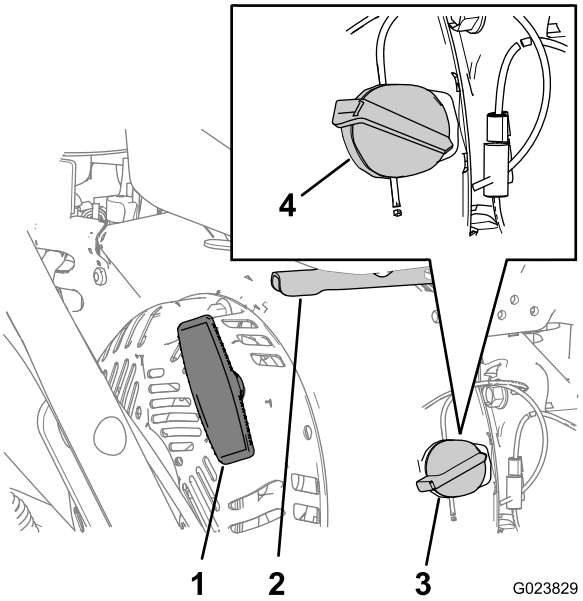

Figur 10
1. På højre side af motoren – drej motorens tændingskontakt med uret til positionen ON (Til) (Figur 10).
3. Placer gashåndtaget midtvejs mellem positionerne SLOW (langsom) og FAST (hurtig) i motorens bageste højre side (Figur 10).
4. Træk langsomt i motorens tilbageslagshåndtag, indtil du mærker modstand, og stop derefter (Figur 10).
2. Placer gashåndtaget midtvejs mellem SLOW (langsom) og FAST (hurtig) (Figur 10).
3. Lad motoren køre i mindst 15 sekunder, og drej derefter motorens tændingskontakt til positionen OFF (Fra) for at standse motoren (Figur 10).